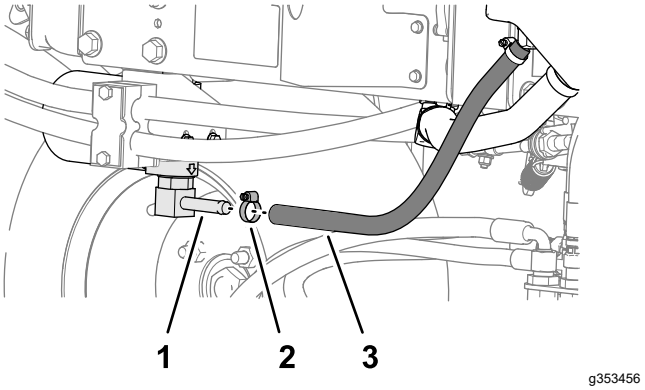
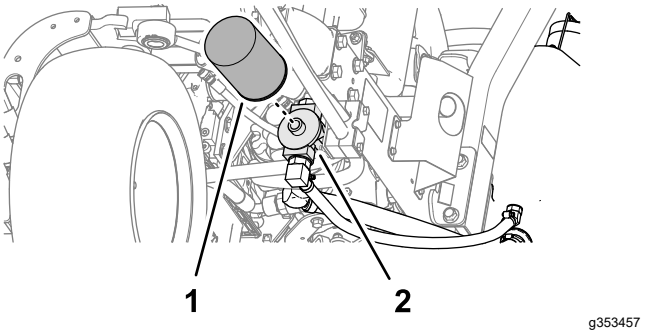

**Figur 89**
**Figur 90**
2. Koppla bort hydraulslangen (Figur 89) eller avlägsna hydraulfiltret (Figur 90) och låt hydraulvätskan rinna ned i ett avtappningskärl.